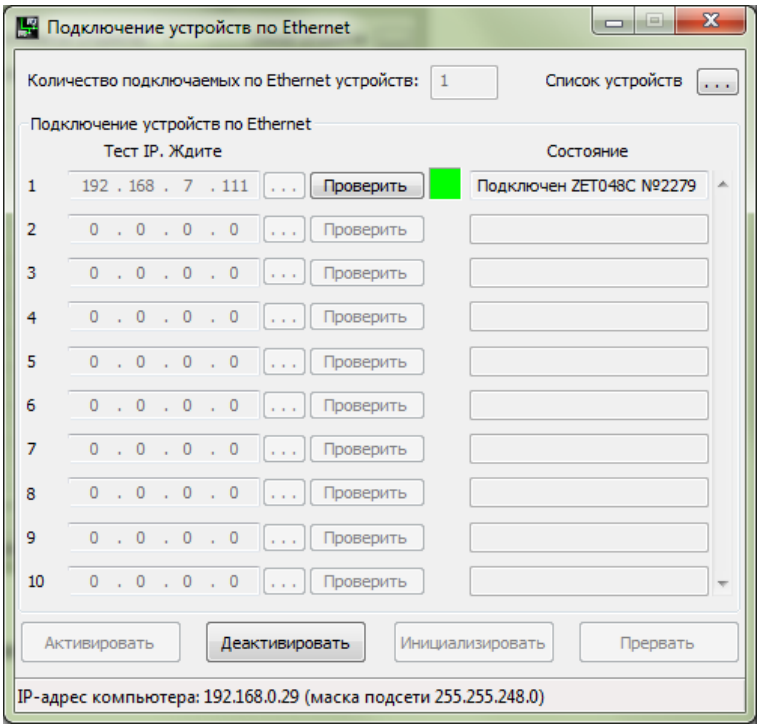

Рис. 2.6 Программа «Подключение устройств по Ethernet»
- В программе «Подключение устройств по Ethernet» индикатор состояния должен подсветится зеленым цветом, а в строке «Состояние» отображается информация о подключенном регистраторе (*Рис. 2.6*).